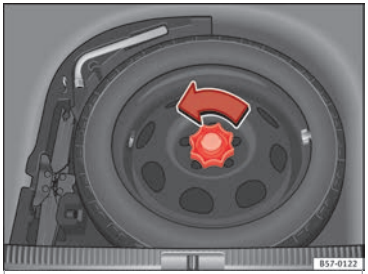

Fig. 228 Compact temporary spare wheel: raised floor panel.
– Turn the thumb wheel anti-clockwise ››› Fig. 228.